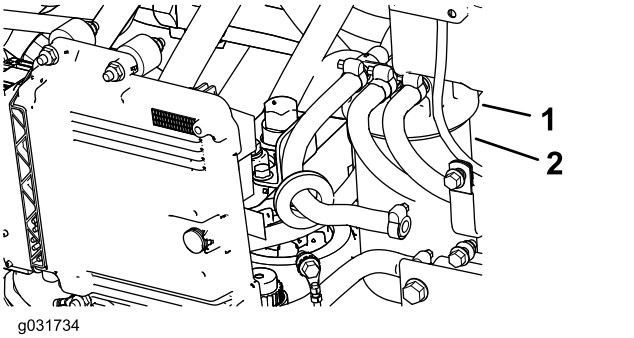

Figuur 101
1. Maak de omgeving van de kop van het brandstoffilter schoon (Figuur 101).
2. Verwijder het filter en reinig het filterkopplaatsingsoppervlak (Figuur 101).